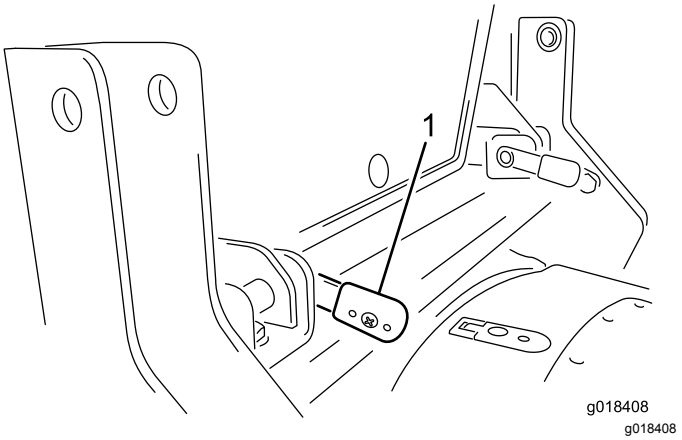

Rysunek 23
4. Po pełnym wsunięciu dźwigni obróć je do tyłu, aby zablokować je na swoim miejscu (Rysunek 23).